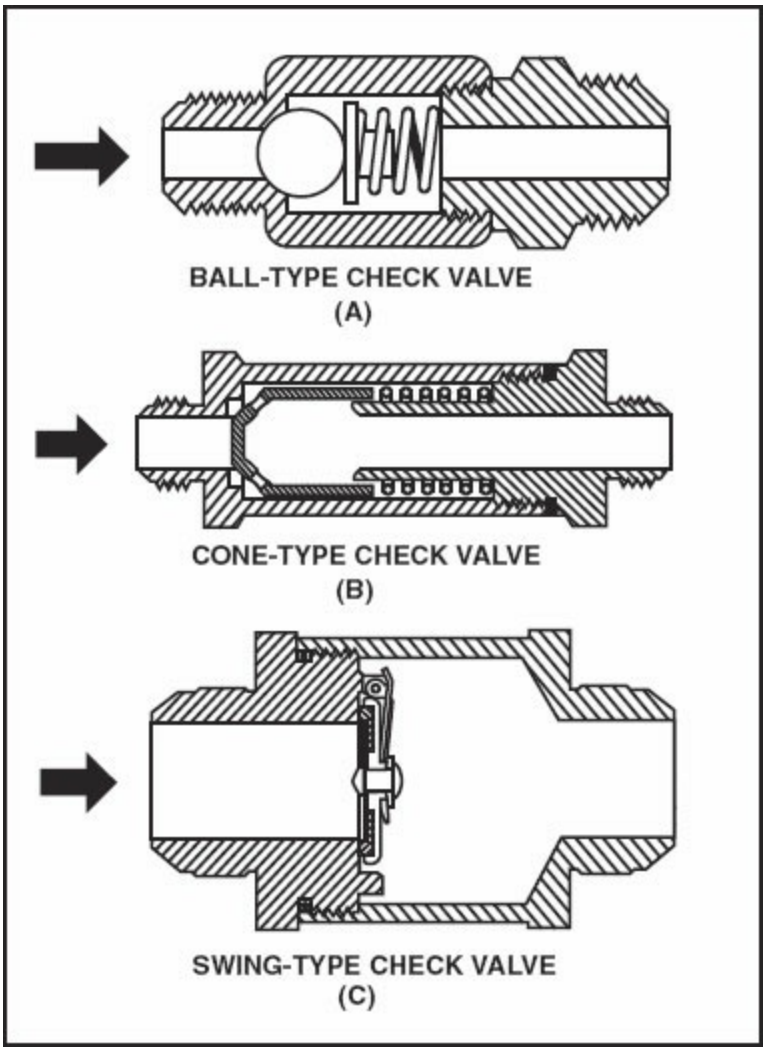

Figure 8-40. In-line check valves allow fluid to flow in one direction, but not the other.
There are several types of in-line check valves in use. The ball-type valve is perhaps the most familiar. It allows fluid to flow in one direction, but it cannot flow in the opposite direction. [Figure 8-40, view (A)]
The cone-type check valve, Figure 8-40, view (B), behaves in much the same way except that the seal is provided by a cone rather than by a ball. Neither of these check valves allows an entirely free flow in the direction of the arrow since the flow is opposed by the spring that holds the valve seated. A valve of this type is used to maintain case pressure in a gear-type hydraulic pump. The spring force determines the pressure needed to open the check valve.
Some applications for a check valve cannot tolerate the opposition to the flow of fluid, and if this is the case, a swing-type valve may be used, as in Figure 8-40, view (C). A disk is held with a very weak spring over the opening to the passage inside the check valve. Fluid flowing in the direction of the arrow can easily force the valve open and flow through with almost no opposition.